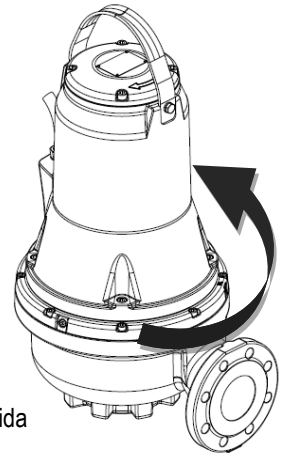

Fig. 10 Sentido de la sacudida
2. Arranque y detenga la bomba y observe el movimiento (sacudida) de la bomba. Si está conectada correctamente, la bomba girará en el sentido de las agujas del reloj, es decir, se sacudirá en el sentido contrario. Véase la fig. 10. Si el sentido de giro es incorrecto, intercambie dos de las fases del cable de suministro eléctrico.